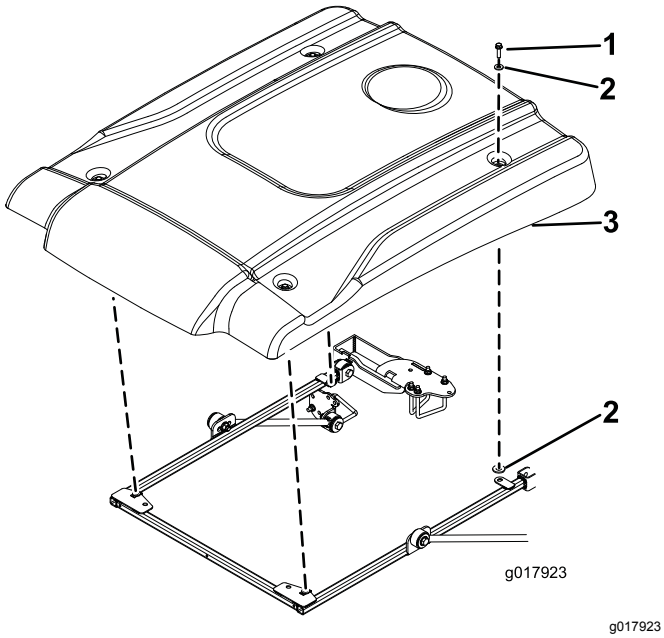

Figur 4
11. Når du innretter monteringshullene, plasser solskjermen på rammen som vist i Figur 4.
12. Monter hvert hjørne av solskjermen løst på rammen med en flenshodebolt (5/16 x 1 1/4 tomme) og to små skiver (Figur 4).